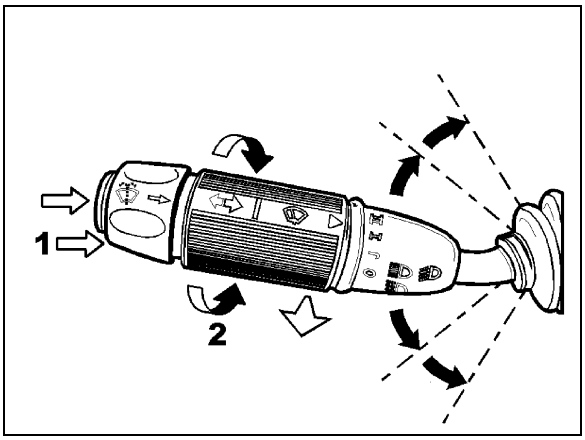

**FIGURE 34: MULTIFUNCTION LEVER** 23133
Turn the multifunction lever forward to activate windshield wipers (item 2,Figure 34). The first position operates the wipers at low speed and the second position operates the wipers at high speed. Turning the lever backwards will operate the wipers in the intermittent mode.
The windshield washer pumps are electrically operated and are controlled by a washer control ring on the multifunction lever (item 1, Figure 34).